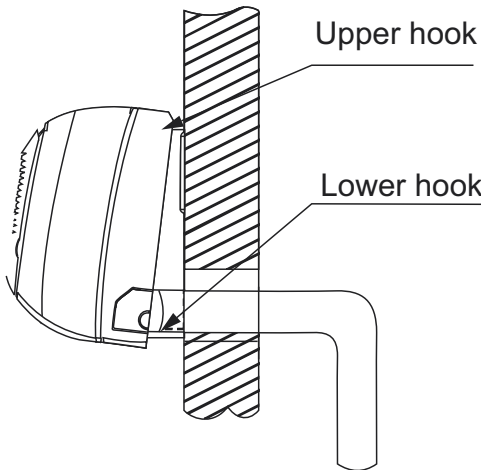

**Fig. 32 — Indoor Unit Installation**
7. Push the lower part of the indoor unit up on the wall, then move the indoor unit from side to side, up and down to ensure it is hooked securely (see Fig. 32).